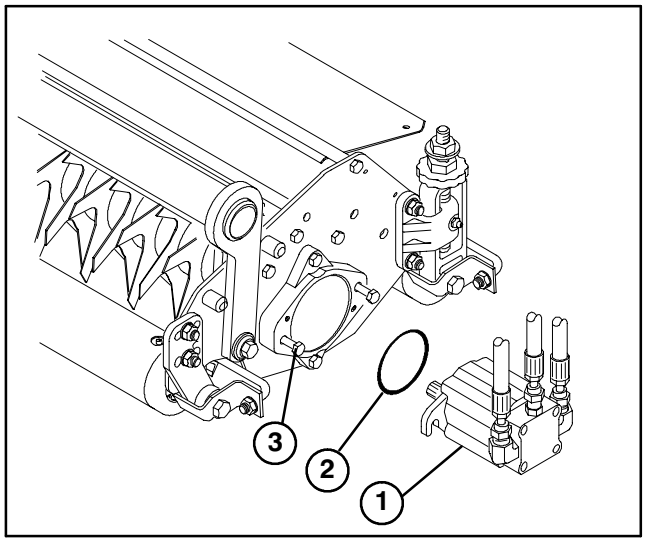

Figure 8
12. Mount motor to drive end of the cutting unit and secure with two capscrews provided (Fig. 8).